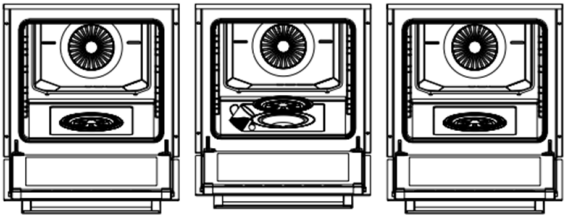

Figura 12 Figura 13 Figura 14
2. Abrir a tampa do aparelho (ver figura 12). Retire a tampa do reservatório de água e encha o reservatório (ver figura 13). Em seguida, feche a tampa do reservatório de água (ver figura 14). Feche a tampa do aparelho e pré-aqueça-o durante 10 minutos. Após o pré-aquecimento, pode colocar os alimentos no aparelho.